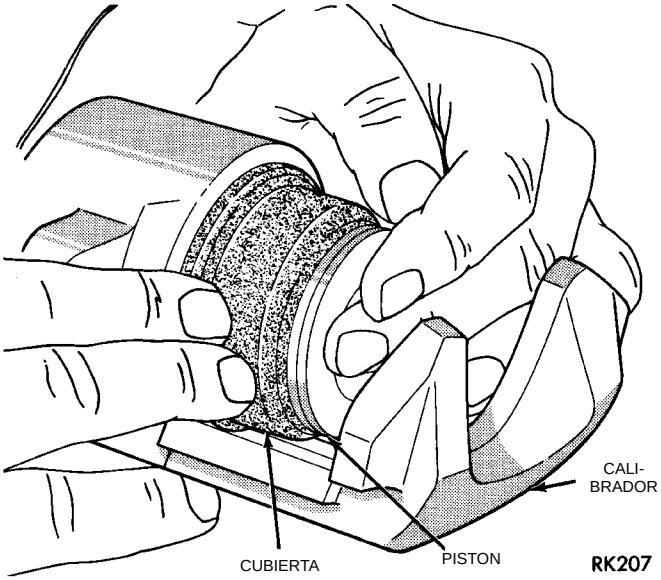

Fig. 179 Instalación del pistón en el hueco del calibrador
(5) Instale el pistón en el hueco del calibrador empujándolo más allá del sello del pistón, hasta que llegue a fondo en el hueco del calibrador (Fig. 179).